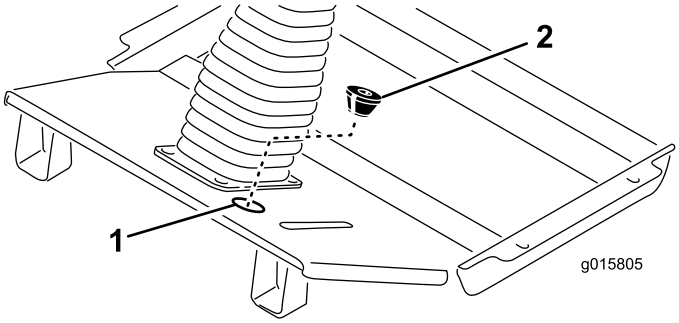

Figure 13
- Faites une entaille dans le passe-câble fourni et découpez l'ouverture inférieure. Tournez le cône du passe-câble vers le bas, passez-le autour du faisceau et insérez-le dans le trou ouvert du panneau de la plate-forme (Figure 13).